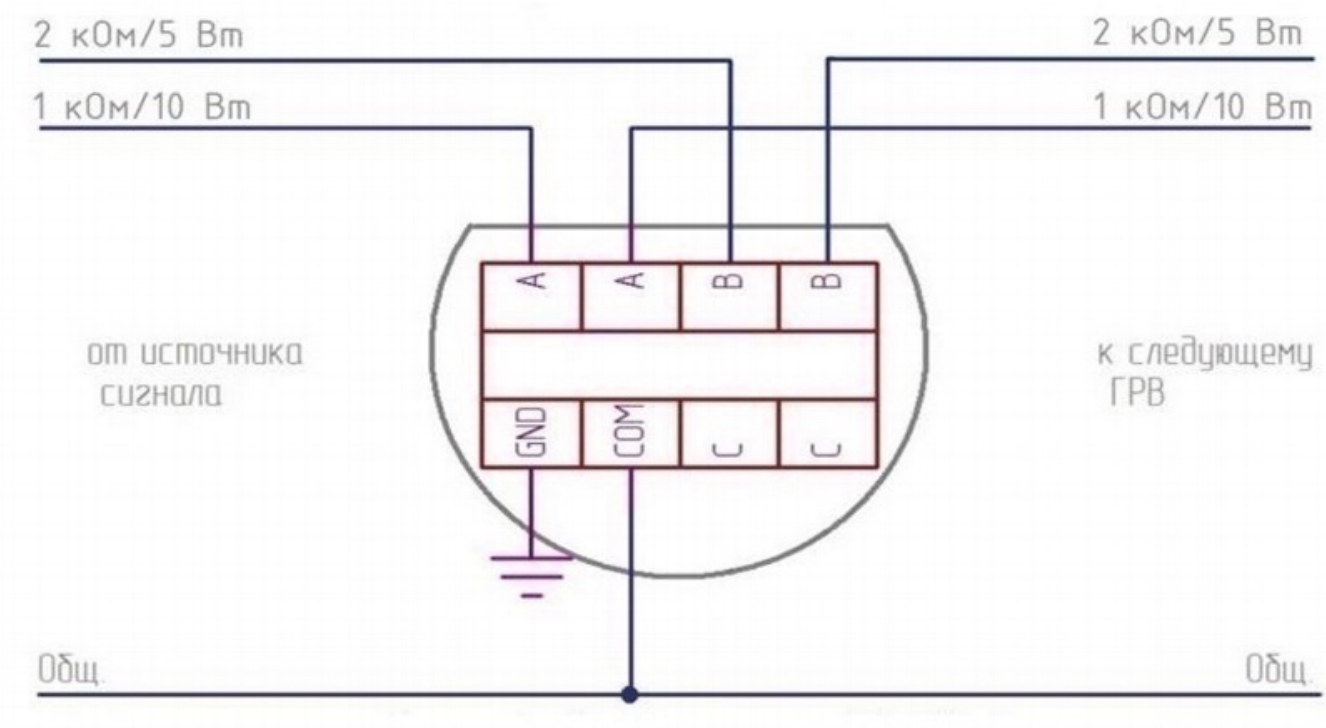

Рисунок 1 – Схема подключения LPA-10Exd
- определить место установки и разметить место крепления, рис. 1 в соответствии с утвержденным в установленном порядке проектом размещения;